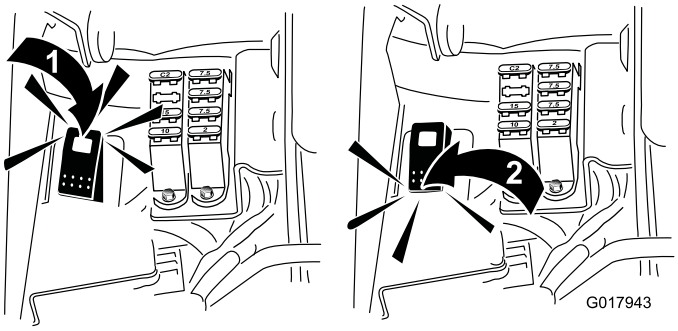

Figur 57
5. Indstil baglapningskontakten til tilbagepositionen (R) (Figur 57).